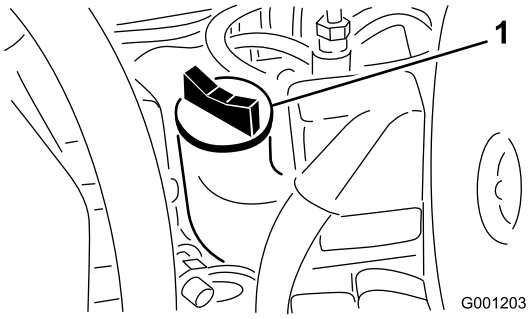

Figuur 51
4. Als het oliepeil beneden de Vol-markering staat, verwijdert u de vuldop (Figuur 51) en vult u bij met olie totdat het oliepeil de Vol-markering op de peilstok bereikt. **Niet te vol vullen.**.